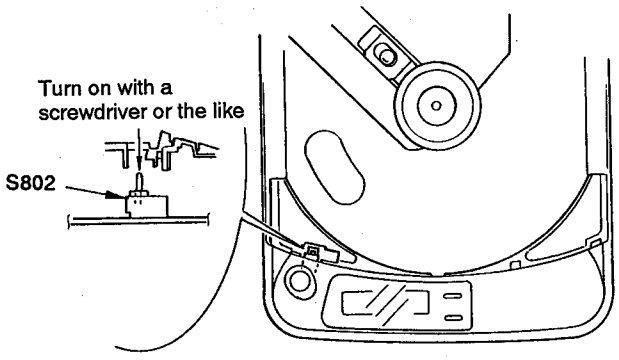

Fig. 1 Method to push the S802
2. Push the S802 as shown in Fig. 1.